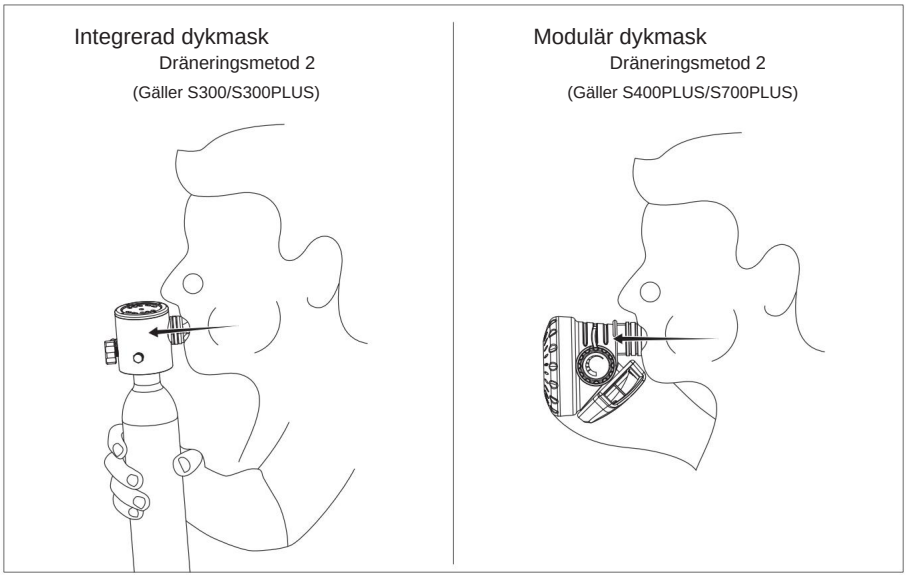

Figur 4.2.2
d) Metod 2: Täck munnen helt runt andningsskyddets munstycke, bita ner på munstyckets bettplatta och andas ut 2–3 andetag inåt för att säkerställa att allt vatten är utdrivs från den integrerade ventilen eller andra stegets regulator. Efter det kan du börja normal andningsskydd. För detaljerad användning, se figur 4.2.2.